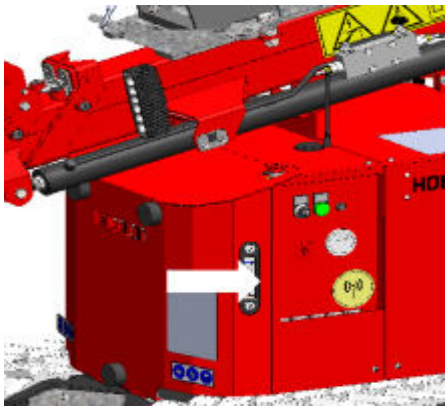

Figur 4.1 Kontroller olieniveau
4. Kontroller olieniveauet i hydrauliktanken (se *Figur 4.1*). Olieniveauet skal være mellem det øvre og det nedre mærke i skueglasset på venstre side af kranen. Hvis det er nødvendigt, fyldes tanken op med Hydro 46.